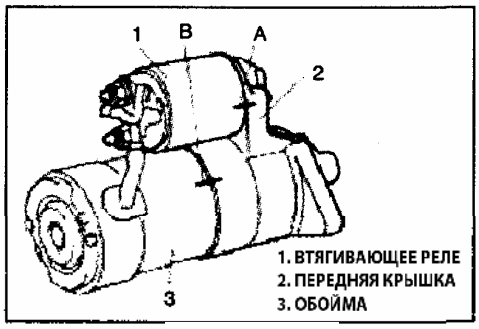

Рис. 184
**Перед разборкой стартера, нанесите две метки (А и В) на двух прилегающих деталях как показано на рисунке для предотвращения ошибок (Рис. 184).**